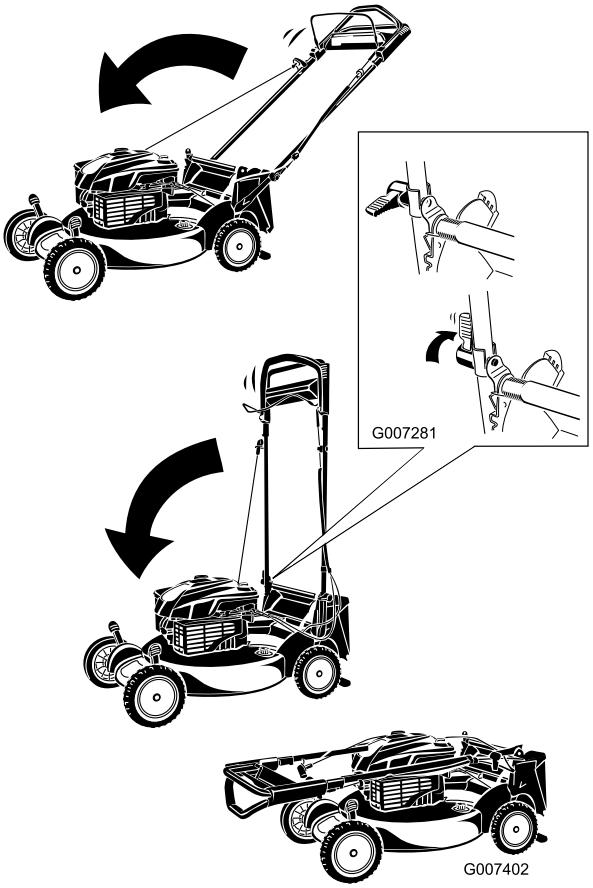

Figur 41
1. För handtaget framåt (Figur 41).